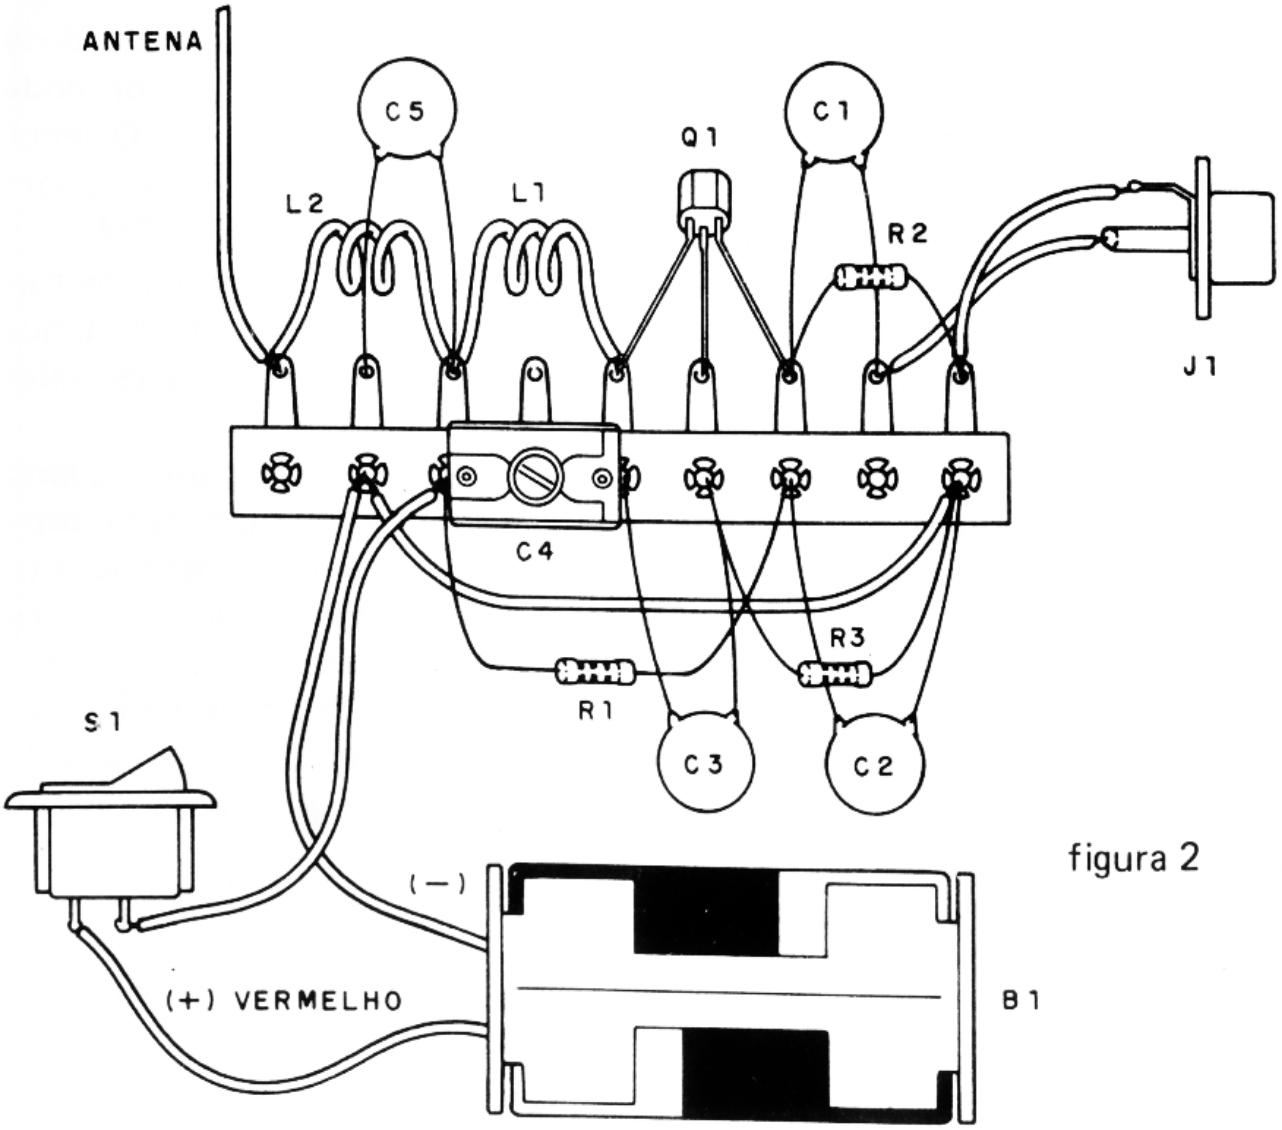

figura 2
A disposição dos componentes numa ponte de terminais, que será fixada na própria caixa do toca-discos, é mostrada na figura 2.
a) Começamos pelas bobinas que devem ser feitas pelo montador, usando fio esmaltado grosso (raspando suas pontas) ou fio comum rígido encapado. O diâmetro de L1 e L2 é de 1cm, podendo ser usado um lápis comum como forma, para referência. L1 é formada por 3 ou 4 voltas de fio, enquanto que L2 consta de 2 ou 3 voltas do mesmo fio. Veja a posição em que elas devem ficar na própria figura 2.